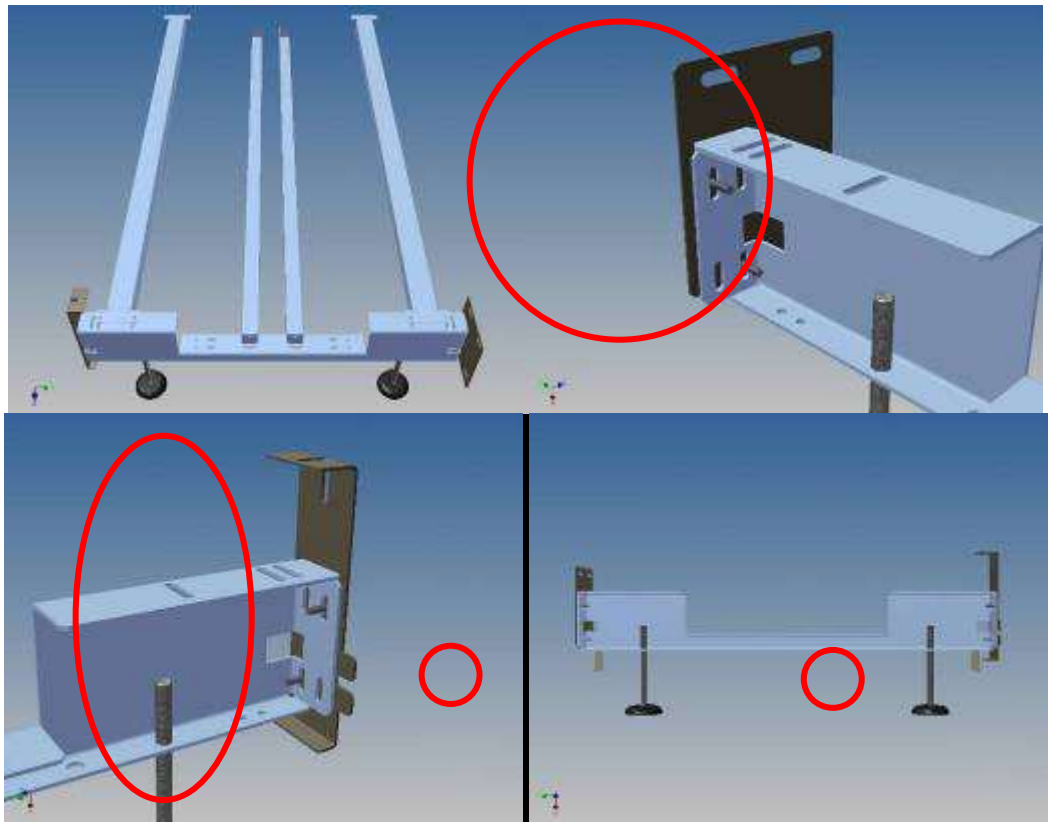

Figura 34- montaggio elementi strutturali
3. Posizionare e collegare gli elementi strutturali laterali (vedi Figura 34) per il fissaggio dei carter esterni, delle sponde interne e gli elementi di irrigidimento finali dei moduli, serrandoli leggermente